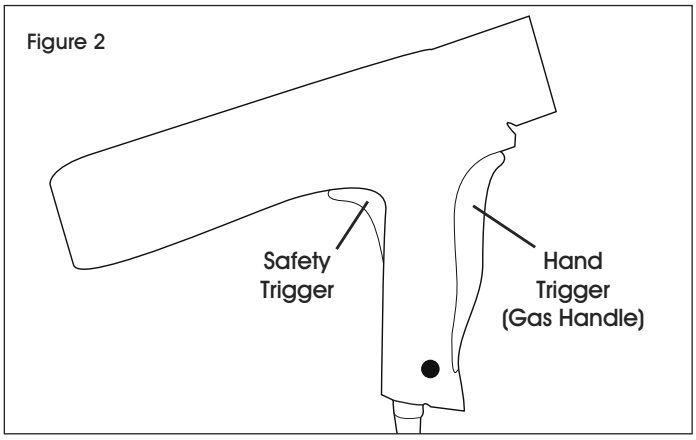

Figure 2
1. Press the safety trigger. This prevents the gas handle from opening accidentally. (See Figure 2)
2. Slowly squeeze the gas handle until the igniter fires with an audible click. (See Figure 2)